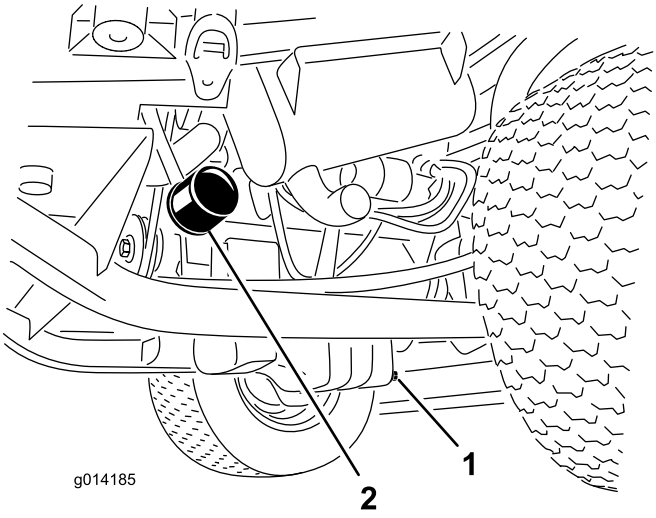

Figuur 45
1. Verwijder de aftapplug (Figuur 45) en laat de olie in een opvangbak lopen.
3. Verwijder het oliefilter (Figuur 45).